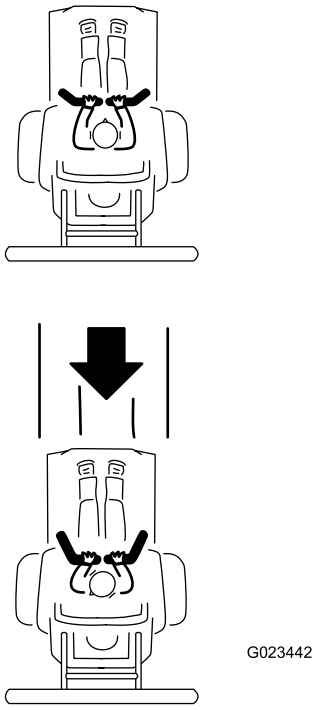

Figur 26
3. Se bagud og træk langsomt styrehåndtagene tilbage for at bakke (Figur 26).